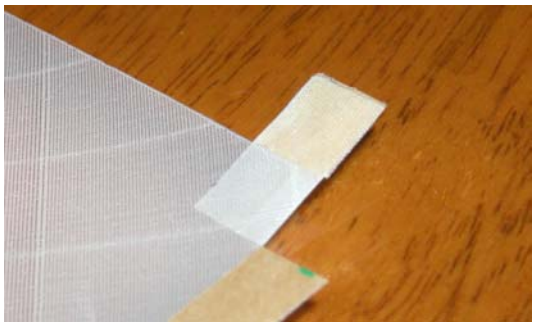

Figure 19: The piece now folded over and adhered to the sail.
22. Take off the backing on the offset piece of tape and fold over again. See Figure 19.